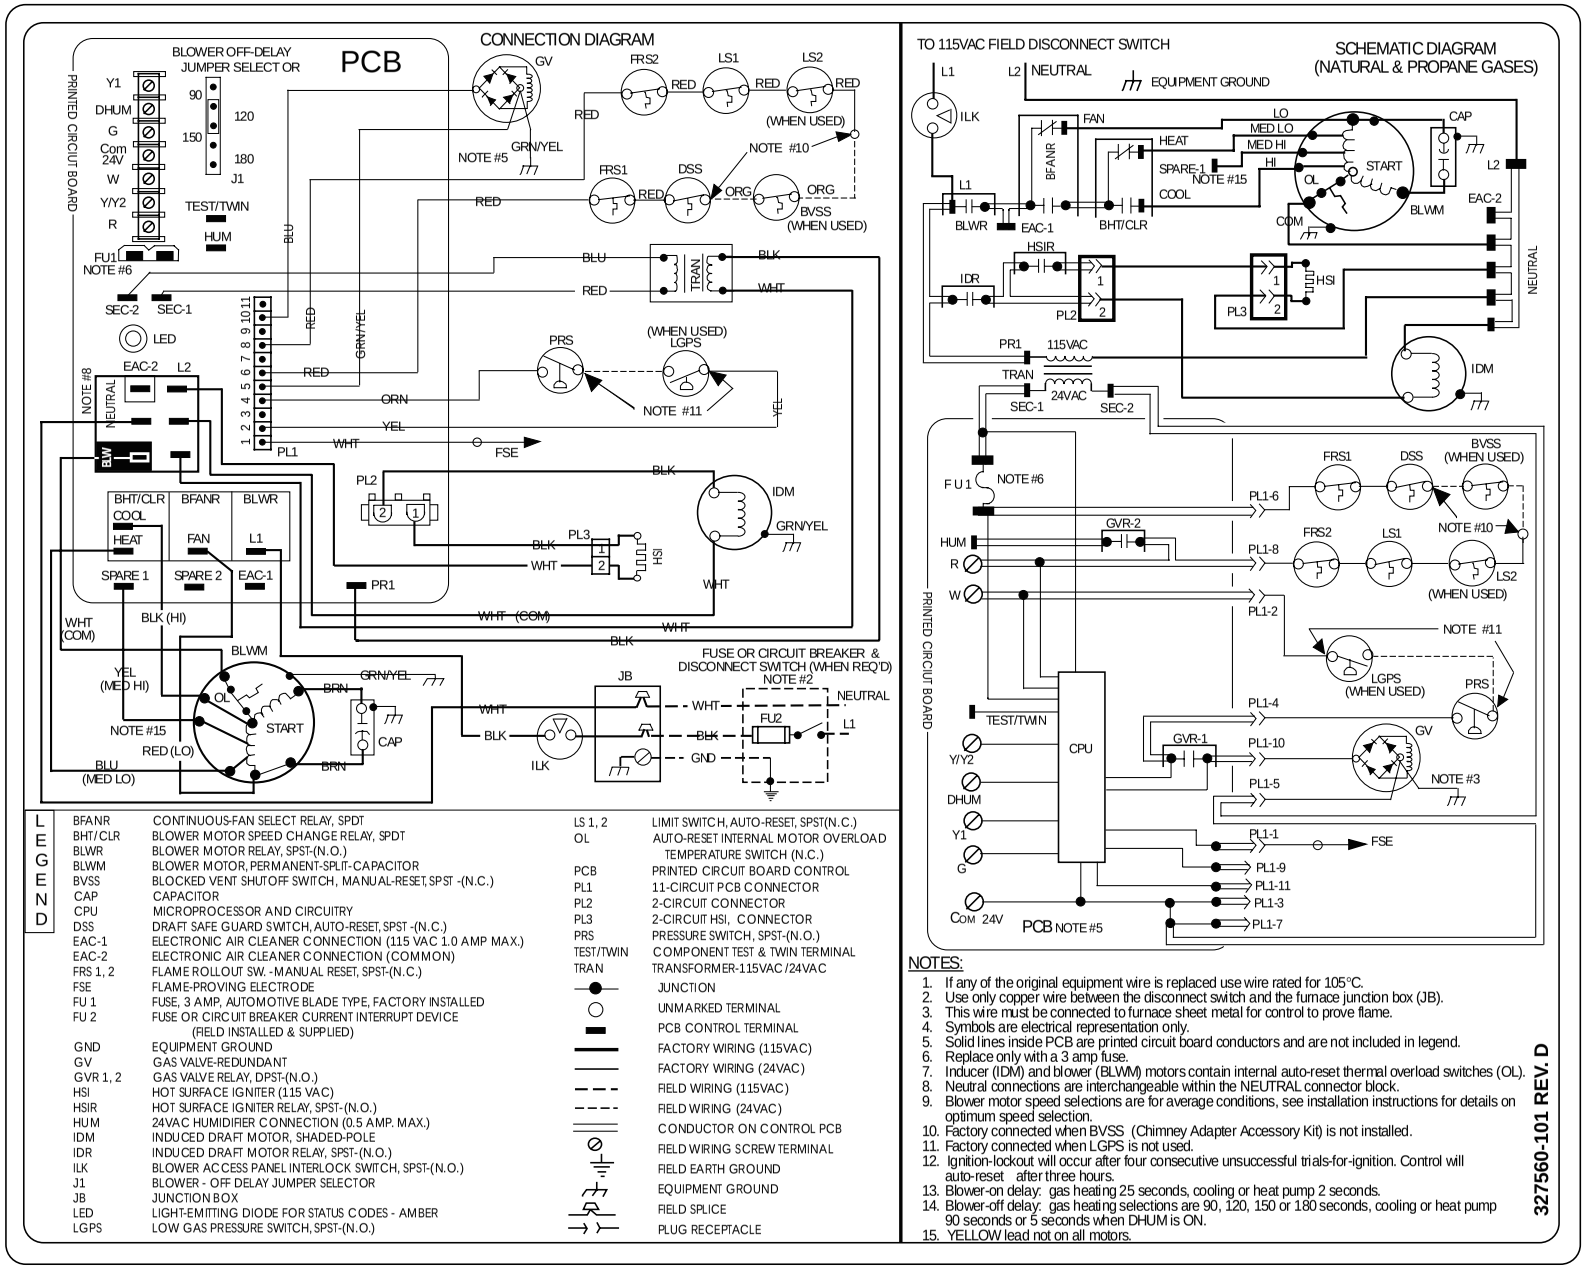

Fig. 46—Wiring Diagram
e. To change motor speed selection for heating, remove blower motor lead from control HEAT terminal (See Fig. 46.) Select desired blower motor speed lead from one of the other terminals and relocate it to the HEAT terminal (See Table 7 for lead color identification). Reconnect original lead to SPARE terminal.